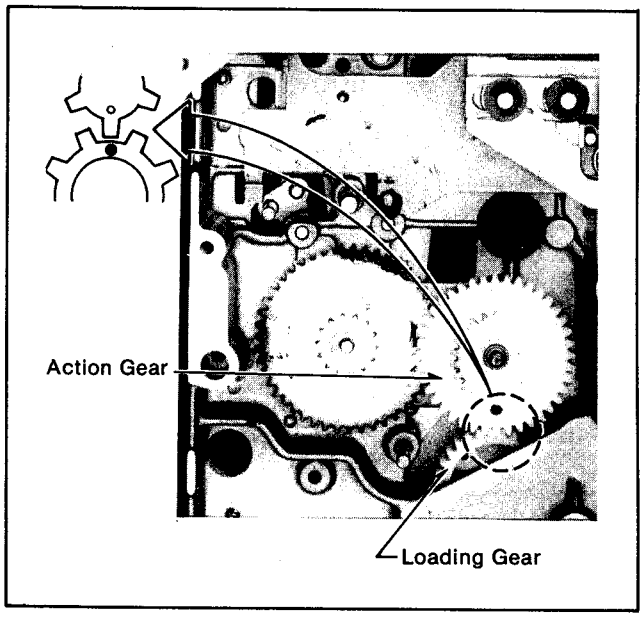

Figure M40
2. Install the action gear so that the hole in the action gear meets the projection on the loading gear. Be sure that the loading gear is still in the fully unloaded condition. (Figure M40)